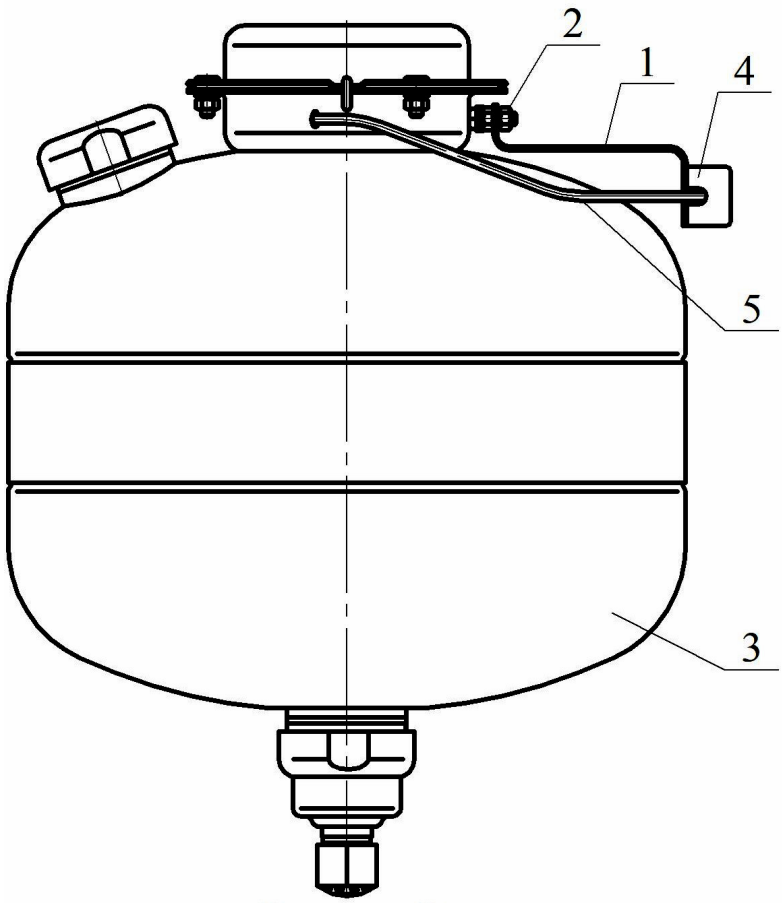

Рисунок 2
е) по заявке Потребителя (см. рисунок 2):
4.1.2 Для удобства монтажа по заявке Потребителя МУПТВ может быть дополнительно укомплектован коробкой монтажной огнестойкой КМ-О 4(к)-IP41-s с кронштейном для монтажа ее на корпусе модуля (см. рисунок 2). В данном случае на кронштейне **1**, закрепленном гайкой **2** на фланце МУПТВ **3**, установлена коробка монтажная **4**. Выводы элемента электропускового **5** ИХГ, вставленные в трубку ПВХ, соединены с коробкой монтажной **4**. Соединение МУПТВ с пусковой цепью производится согласно утвержденному проекту.